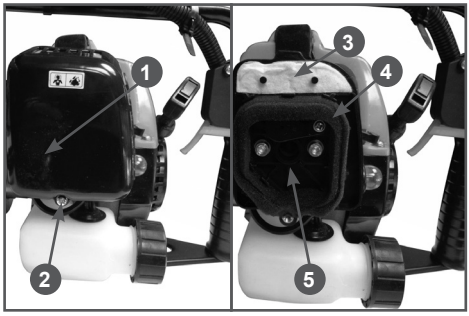

Рис. 4 Обслуживание воздушного фильтра
1. Открутите винт крепления 2 и снимите крышку 1 воздушного фильтра (Рис. 4).
2. Извлеките из корпуса фильтрующие элементы 3,4 (Рис. 4).
5. Очистите от загрязнений крышку и опору 5 воздушного фильтра (Рис. 4).